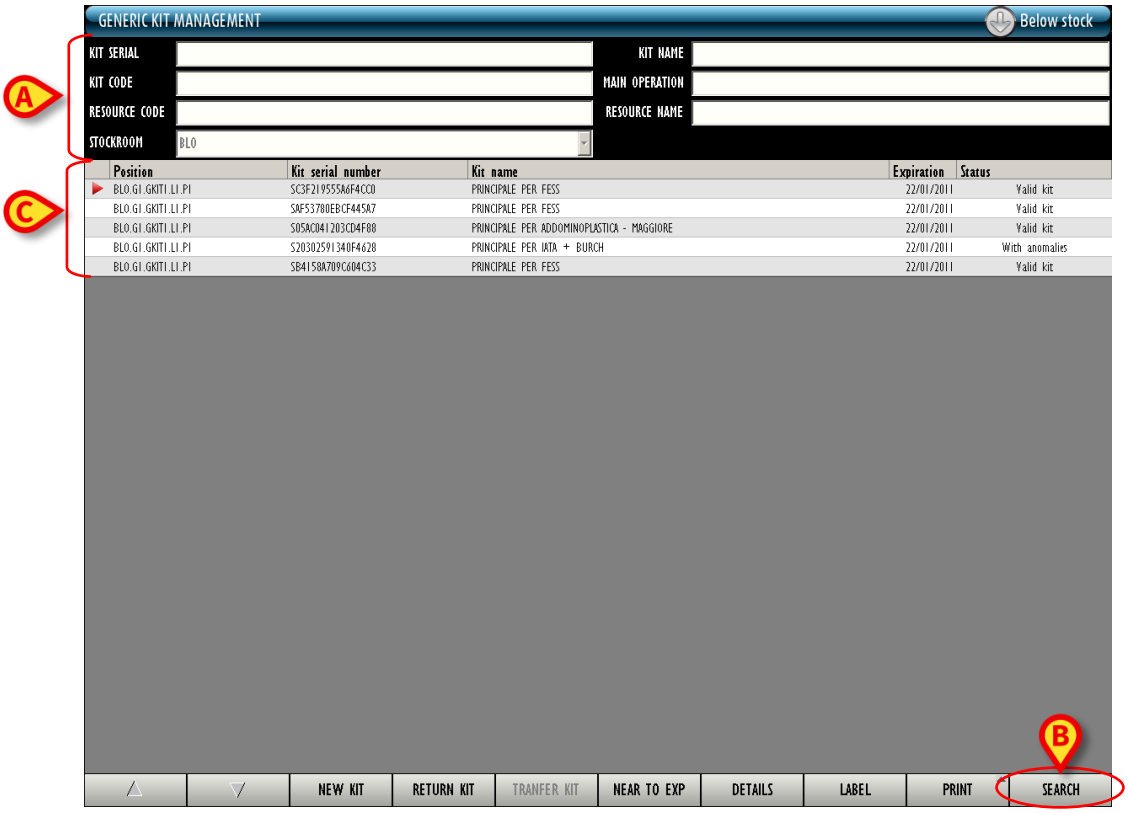

Fig 220 - Generic kits list
- specify the values of the filters (Fig 220 **A**).
- Click the **Search** button on the command bar (Fig 220 **B**).
The list of kits is displayed as a table (Fig 220 **C**). If no value is specified the system displays the list of all the existing kits.